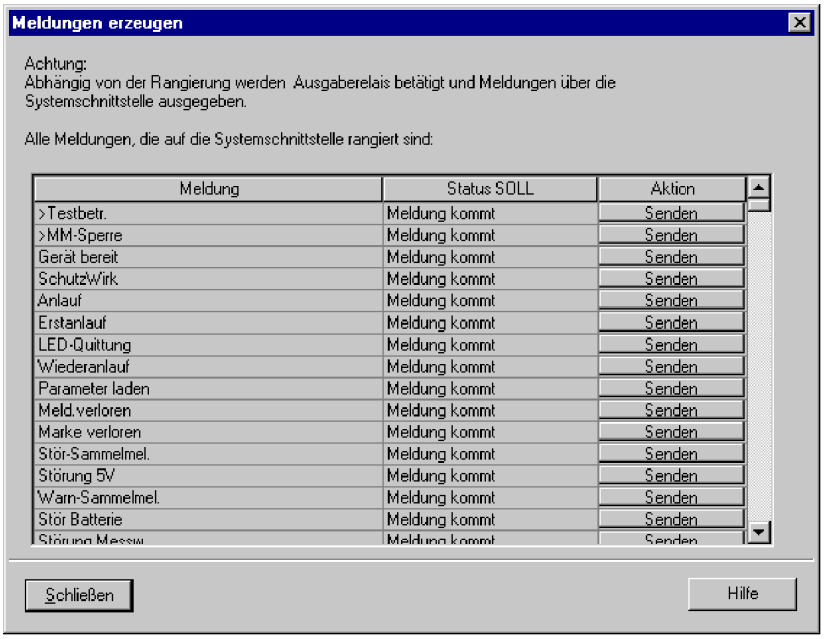

Bild 3-21 Schnittstellentest mit der Dialogbox: Meldungen erzeugen – Beispiel
- Doppelklicken in der Listenansicht auf **Meldungen erzeugen**. Die Dialogbox **Meldungen erzeugen** wird geöffnet (siehe Bild 3-21).